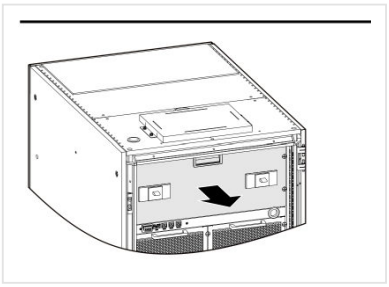

FIGURA 5-1 Rimozione della piastra superiore, porta aperta
1. Aprite la porta anteriore e togliete la piastra superiore (piastra di cablaggio) (Figura 5-1).